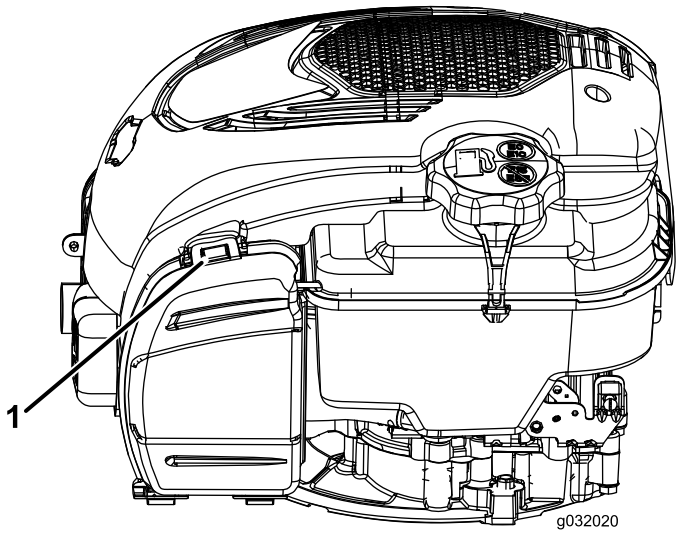

**Figur 25**
1. Dra i fliken för att öppna luftfilterkåpan (Figur 25).